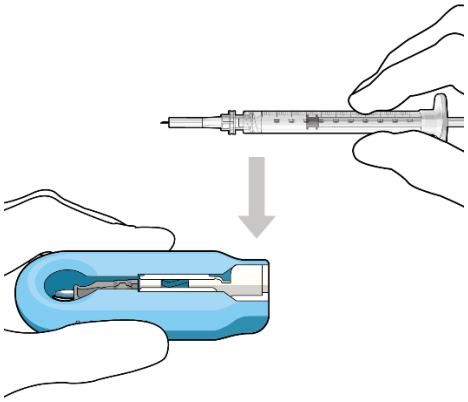

Figure 19
- Lower the syringe into the carrier (Figure 19).